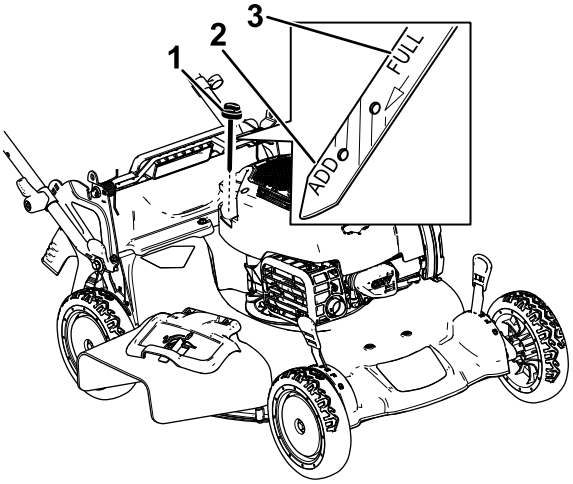

Rysunek 14
2. Wyjmij wskaźnik poziomu, obracając jego korek w lewo i wyciągając go (Rysunek 14).
5. Odczytaj poziom oleju na wskaźniku (Rysunek 14).